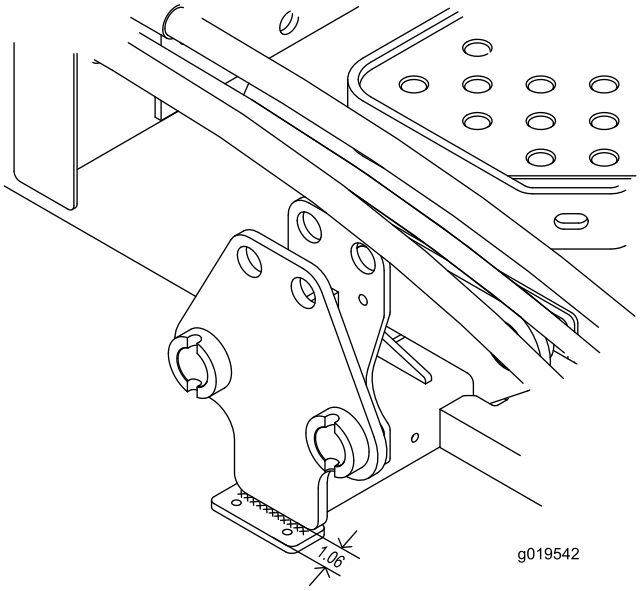

Figur 4
1. Plasser en støtfangerbrakett under én av bæreerammeplatene slik at den fremre kanten av brakettene er 2,69 cm fra platen og midtstilt fra side til side på platen (Figur 4). Kontroller at hullene er plassert mot fronten.
2. Fest støtfangerbrakettene til bærerammeplaten med en 1/4-tommers til 2-1/2-tommers kilsveis (Figur 4).